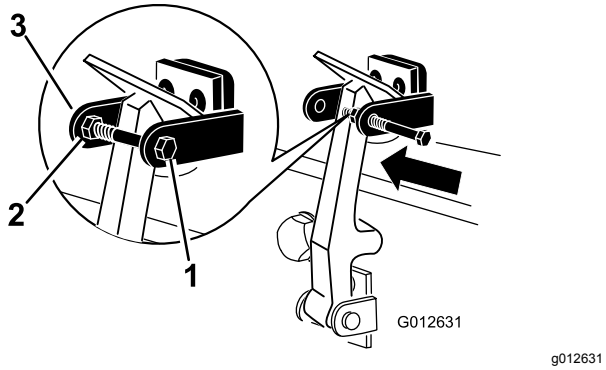

Figur 6
7. Skru bolten inn på den andre armen til panserlåsbraketten for å låse låsen i stilling (Figur 6). Skru til bolten, men ikke stram mutteren.